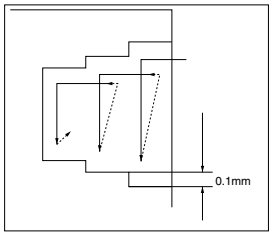

Fig.6
1) When widening the groove width, apply the “Step Traversing” as shown in Fig. 6.